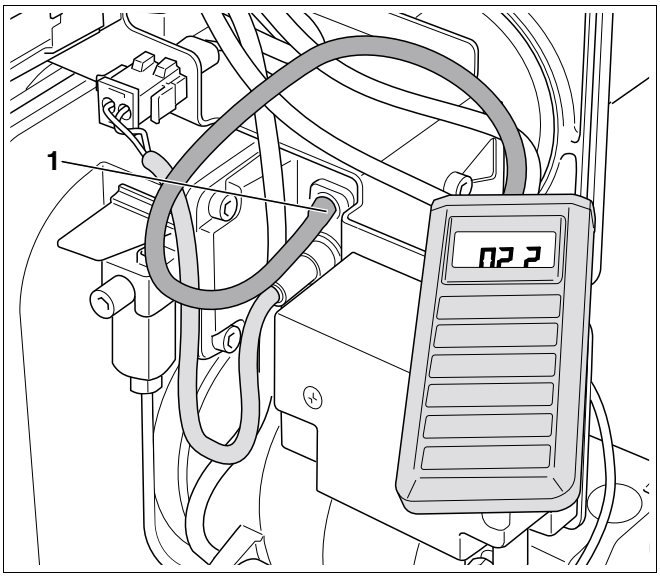

Рис. 19 Проверка напора вентилятора
- Проверить напор вентилятора (рис. 19, **поз. 1**) точным прибором для замера давления (значения - см. главу 4 "Технические характеристики и объем поставки", стр. 9).